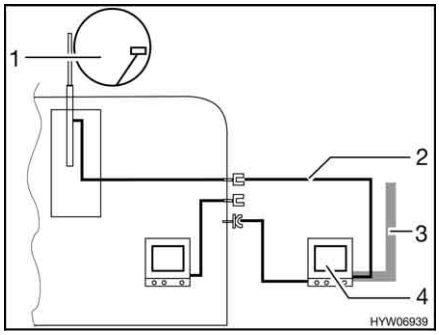

Fig. 111 TV in the awning
- TV inside the awning (Fig. 111,4): Connection to roof antenna (Fig. 111,1) with connection cable (Fig. 111,2)
- TV inside the awning (Fig. 111,4): Connection to external antenna (Fig. 111,3)